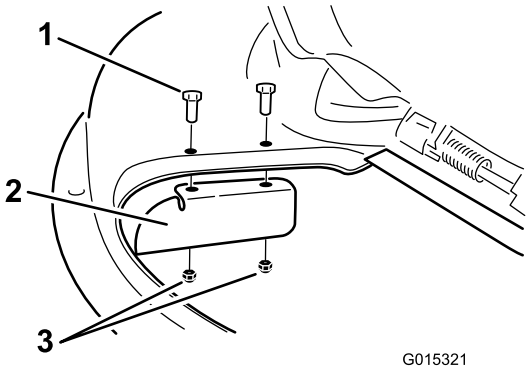

**Figur 31**
9. Monter kantskjermen på klipsenhetpostene. Figur 31. Bruk de to låsemutterne (5/16 tomme) til å feste skjermen til gressklipperen.